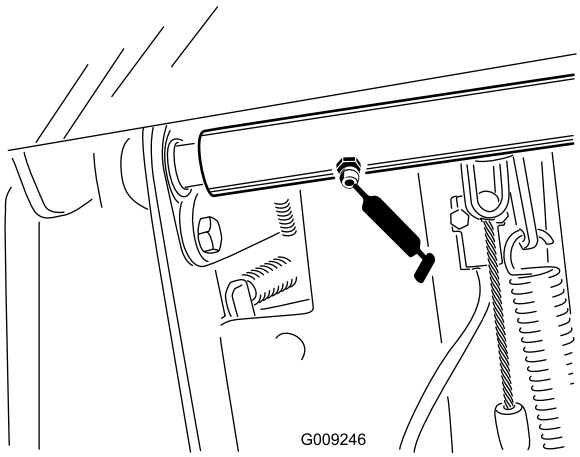

Figuur 36
- Scharnieraslagers van rempedaal (2) (Figuur 36)